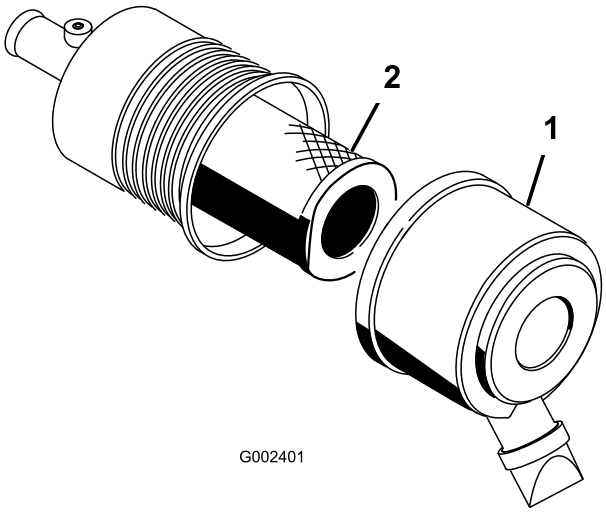

Figura 42
1. Rilasciate i dispositivi di fermo del filtro dell'aria e togliete il coperchio dal corpo del filtro (Figura 42).
3. Estraete con cautela il filtro primario dal corpo del filtro dell'aria (Figura 42).
6. Se sostituite il filtro di sicurezza, fate scorrere delicatamente il nuovo filtro nel corpo del filtro (Figura 42).
7. Montate con cautela il filtro primario sul filtro di sicurezza (Figura 42).
8. Montate il coperchio del filtro dell'aria con il lato rivolto in alto, quindi fissate i dispositivi di fermo (Figura 42).